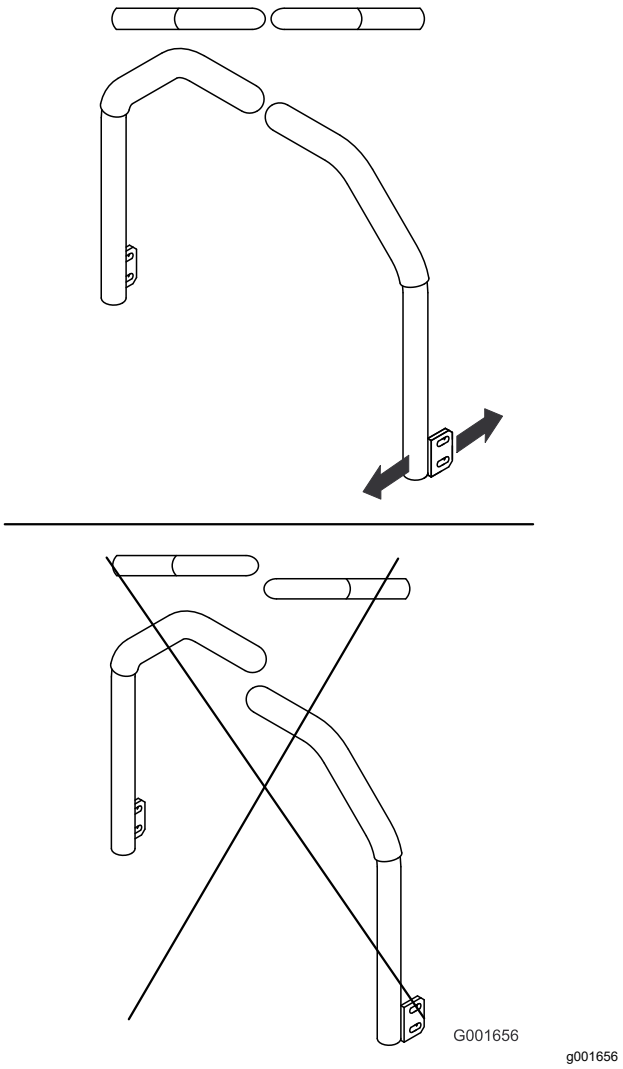

Figur 56
5. Juster kontrollspakene slik at de står på linje og stram til boltene for å feste spakene til stengene (Figur 56).